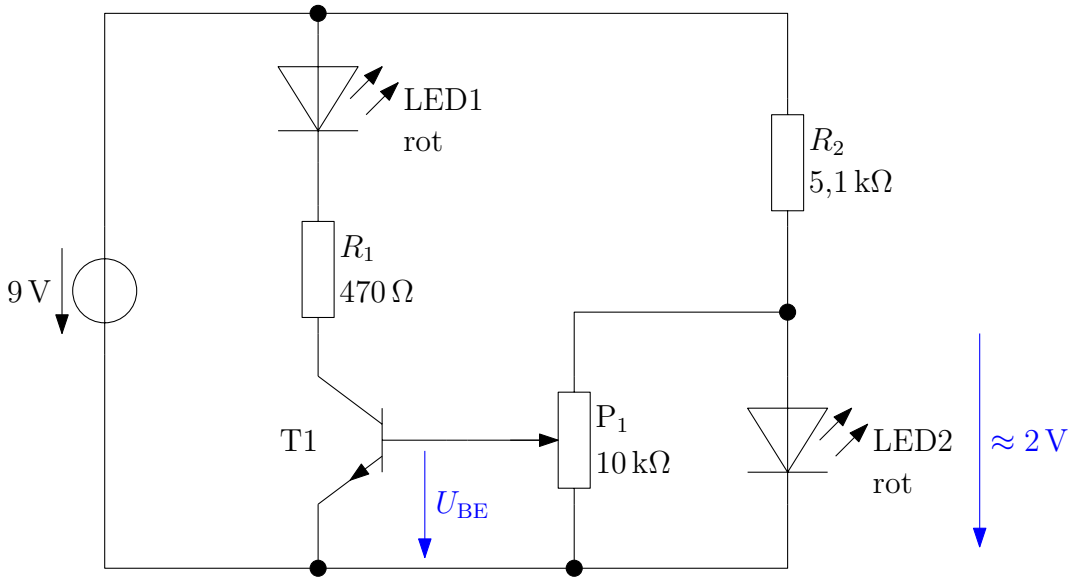

Abbildung 2.13: Experiment – Verhalten des Bipolartransistors
In der Schaltung in Abb. 2.13 wird mit dem Potentiometer $\mathrm{P}_1$ die Spannung an der Basis eingestellt. Da wir daran interessiert sind, wie sich der Transistor verhält, wenn $U_{\mathrm{BE}} \approx 0{,}7\,\mathrm{V}$ ist, führen wir LED2 ein. An der roten LED fallen im Betrieb ca. 2 V ab, dadurch können wir mit $\mathrm{P}_1$ die Spannung maximal im Bereich $0\,\mathrm{V} \leq U_{\mathrm{BE}} \leq 2\,\mathrm{V}$ einstellen.
**Versuchsaufbau und -durchführung** Bauen Sie die Schaltung gemäß Abb. 2.13 auf. Verstellen Sie den Drehknopf am Potentiometer $\mathrm{P}_1$ und beobachten Sie die Helligkeit von LED1.
**Erklärung** Der Transistor verhält sich wie ein Schalter. Bei ausreichend kleinen Spannungen $U_{\mathrm{BE}}$ ist der Schalter geöffnet, bei ausreichend großen Spannungen $U_{\mathrm{BE}}$ ist er geschlossen. Interessant (aber hier noch nicht behandelt) ist der Bereich, in dem die LED1 allmählich heller wird. Er wird „Verstärkungsbereich“ genannt, hier ist der Kollektorstrom $I_{\mathrm{K}}$ um einem festen Faktor $\beta$ größer als der Basisstrom $I_{\mathrm{B}}$: $I_{\mathrm{K}} = \beta \cdot I_{\mathrm{B}}$ (siehe Abb. 2.13 auf Seite 43). Betreibt man einen Transistor in diesem Bereich, kann man z.B. Audioverstärkerschaltungen mit ihm realisieren.